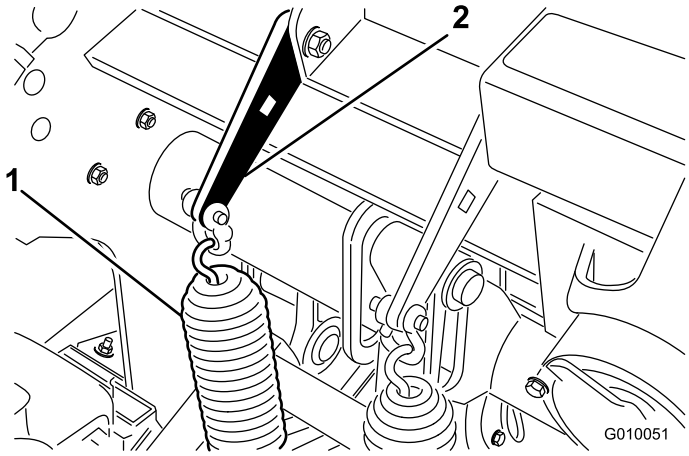

Figur 36
1. Løsn de bræddeboltmøtrikker, der holder fjederbeslagene på kernehovedet (Figur 36). De må ikke fjernes.